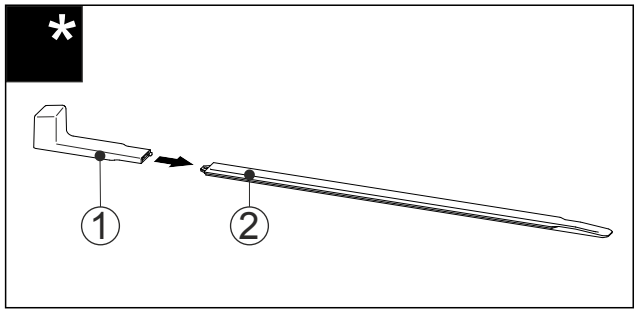

Fig. 54
▶ Вставте монтажну ручку *Fig. 54 (1)* на вирівнювальну рейку *Fig. 54 (2)*.